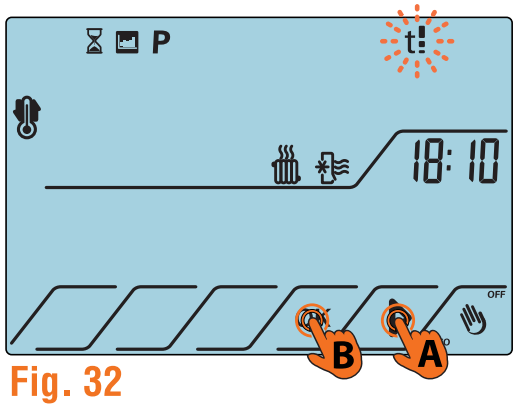

Fig. 32
3. Navigare nel menu premendo ripetutamente il tasto ▷ fino a selezionare l'icona t! e confermare con il tasto OK (Fig.32).